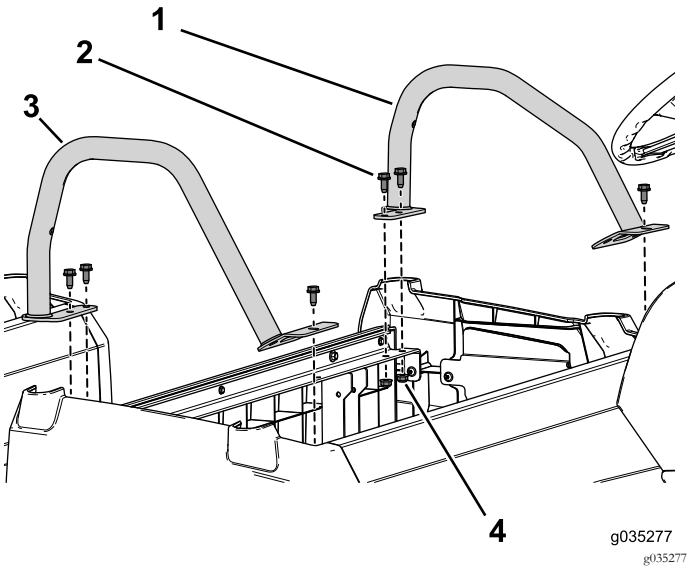

Figura 96
7. Utilize os seis parafusos flangeados (3/16" x ¾") e porcas flangeadas para prender os suportes para as ancas esquerdo e direito à base do banco (Figura 96).